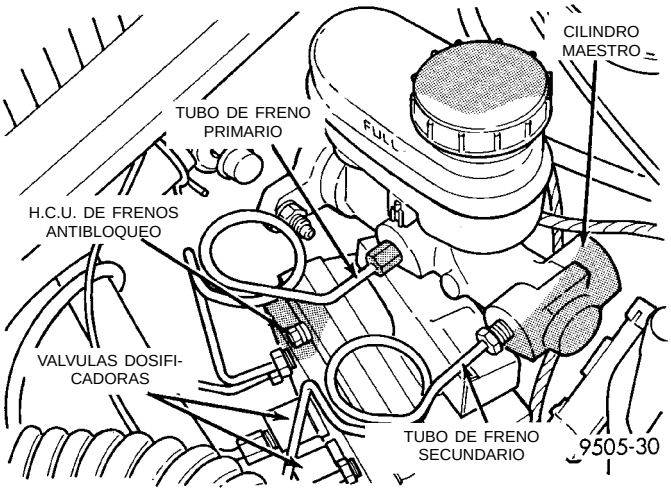

Fig. 13 Tubos de freno primario y secundario con frenos ABS
(3) Desconecte los tubos de freno primario y secundario de la cubierta del cilindro maestro (Fig. 13).
(16) Conecte los tubos de freno a los orificios primario y secundario del cilindro maestro (Fig. 13). Apriete todas las tuercas de los tubos con una torsión de 17 N·m (145 libras pulgada).